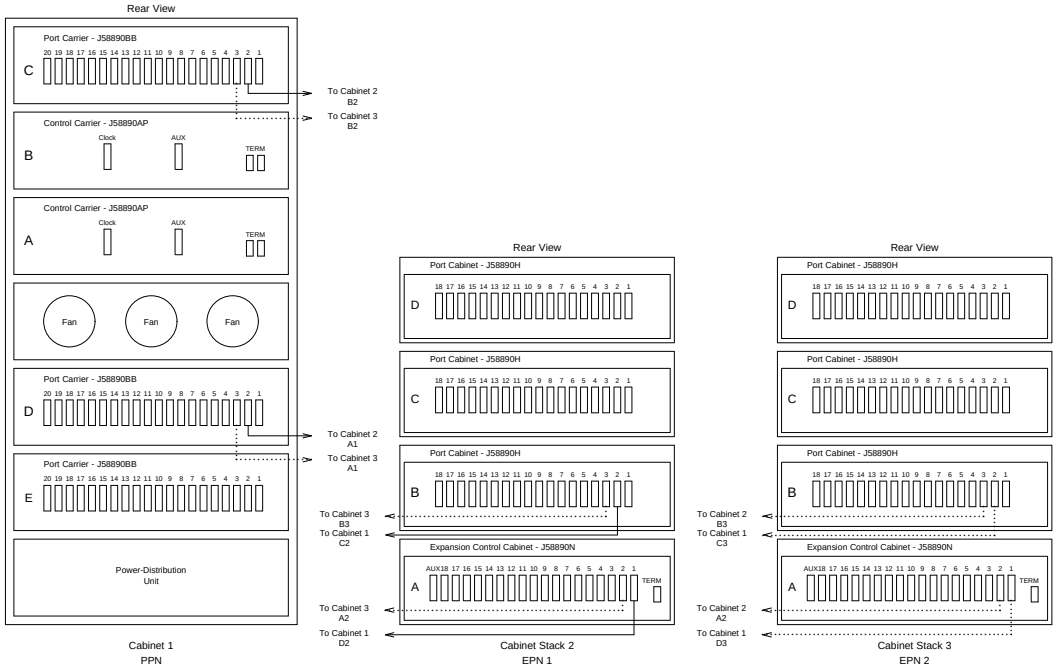
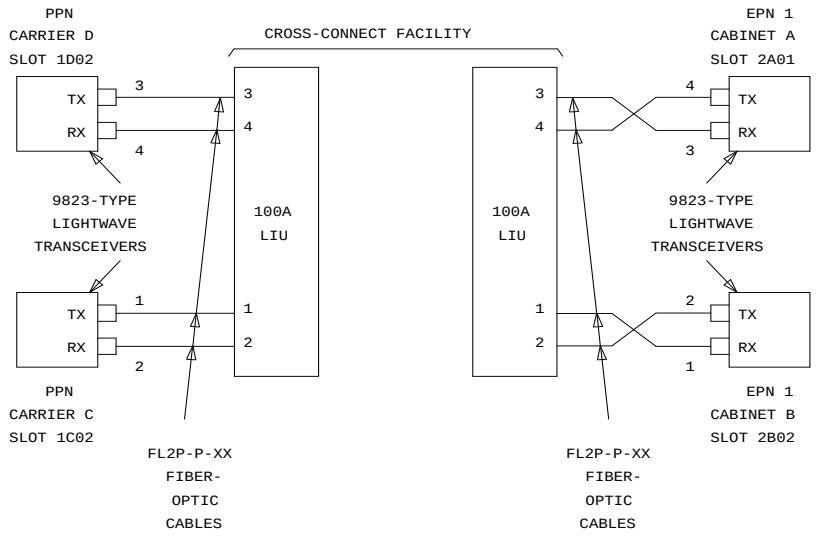
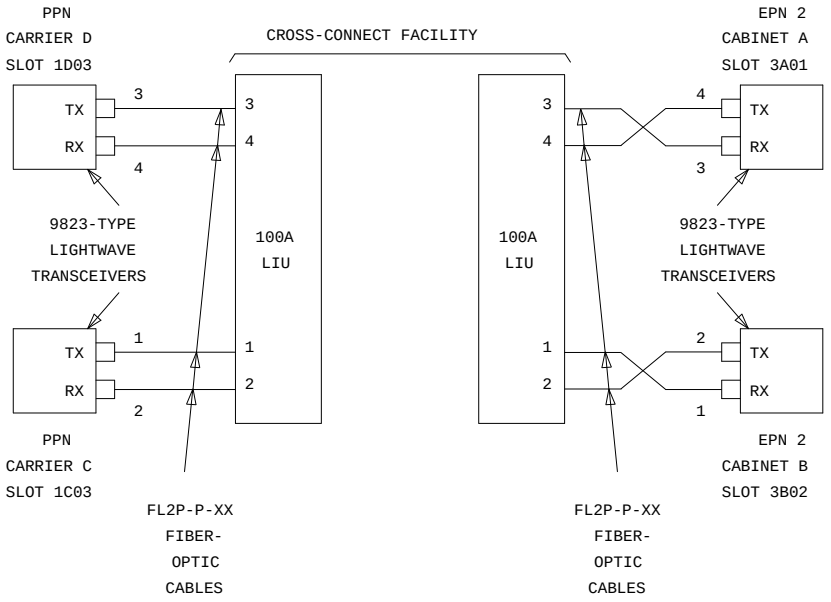
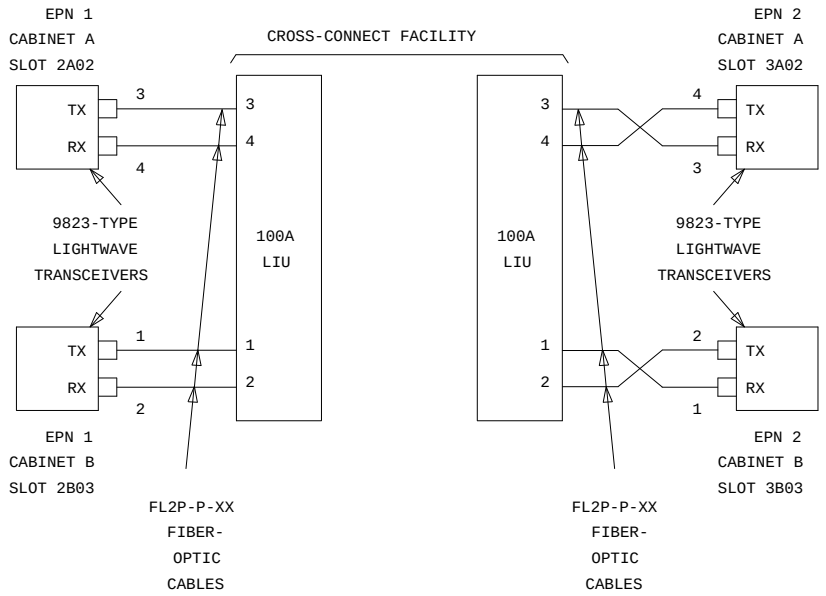

Figure 7-31. Critical-Reliability G3r V4 with Two or Three Port Networks
Figure 7-32. Fiber-Optic Connections PPN to EPN1
Figure 7-33. Fiber-Optic Connections PPN to EPN2
Figure 7-34. Fiber-Optic Connections EPN1 to EPN2
1. Behind port carrier C of the multicarrier PPN (Figure 7-31, Figure 7-32, Figure 7-33, and Figure 7-34):